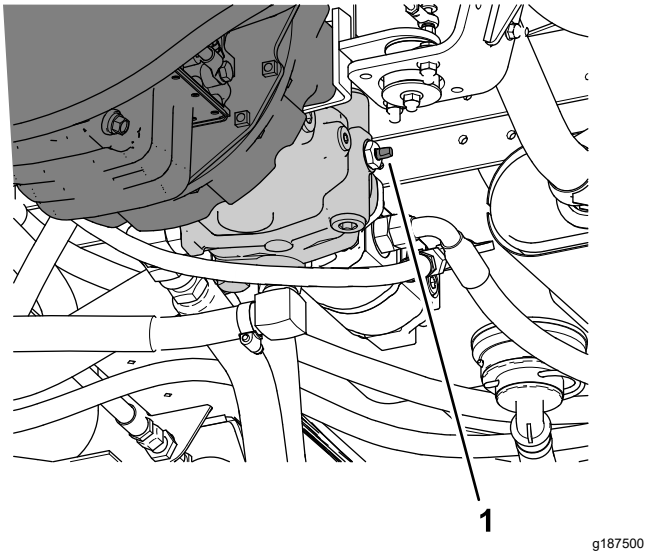

Figure 48
3. Rotate the tow valve (Figure 48) 90° in either direction to open the tow valve.